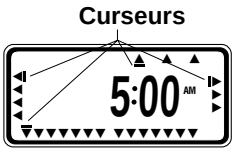

FIGURE 4 : L'écran et les curseurs
- Un curseur s'affiche ensuite sous la flèche représentant l'année, le mois, puis la date **[voir la figure 4].**